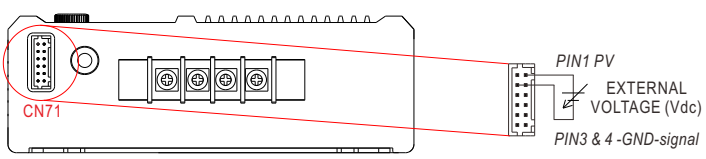

Figure 3-1 Connection of external DC voltage source
(1)Connect output of the external DC source to PV (PIN 1) and GND (PIN 3 or PIN 4) on CN71, as shown in Figure 3-1.